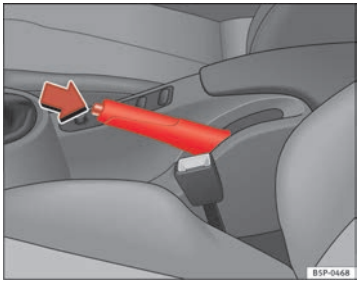

Fig. 148 Handbrake between the front seats
– Pull the handbrake lever up firmly ⇒ fig. 148.
– Pull the lever up slightly and press the release knob in the direction of the arrow ⇒ fig. 148 and guide the handbrake lever down fully ⇒ ⚠.